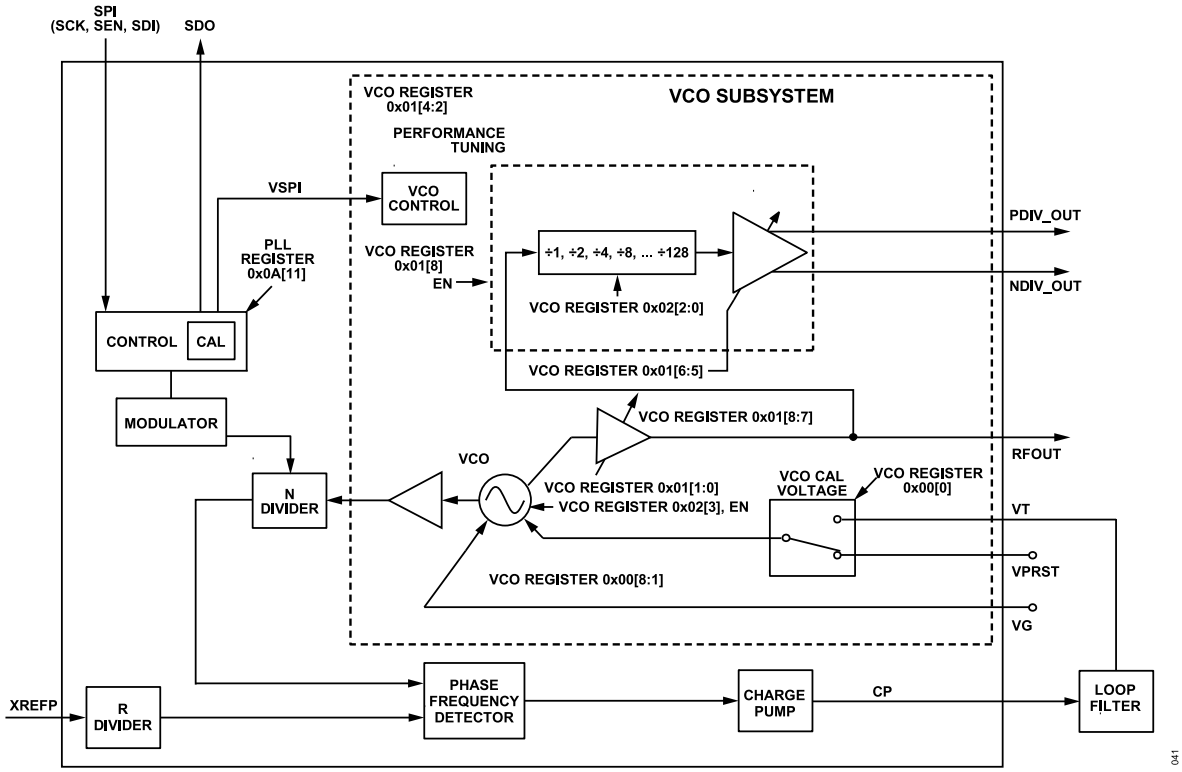
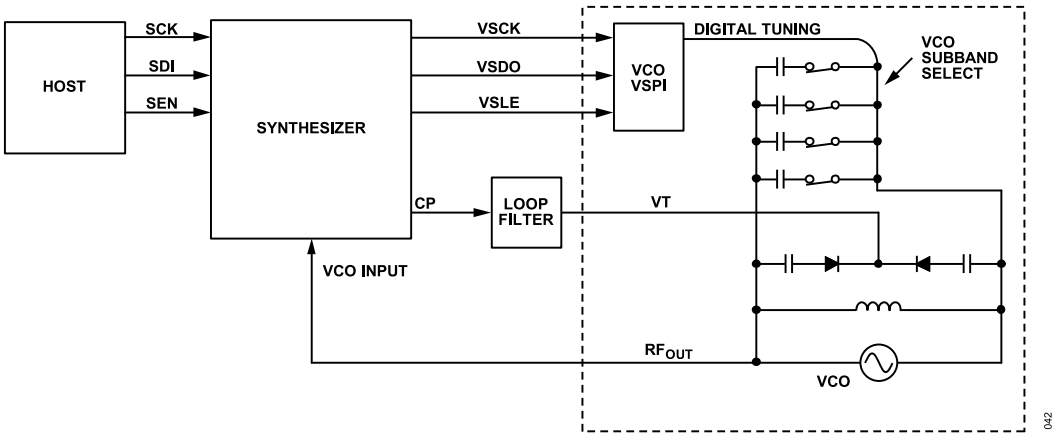

Figure 19. Detail of PLL and VCO Subsystems
Figure 20. Simplified Step Tuned VCO
See Figure 19 and Figure 20.
- All modes are VCO register programmable, as shown in Figure 19. One loop filter design can be used for the entire frequency of operation of the ADF5610.
The ADF5610 incorporates a step tuned VCO. A simplified step tuned VCO is shown in Figure 20. Step tuned VCOs are unique because they incorporate not only varactor diodes for frequency tuning, but also a digitally selectable, binary bank of capacitors. This bank of capacitors, along with the varactor diodes, defines the frequency range of each subband within a given VCO core. The ADF5610 contains two VCO cores, each with their own bank of capacitors. Multiple VCO cores allow not only broader frequency coverage, but also more consistent tuning sensitivity across the band.